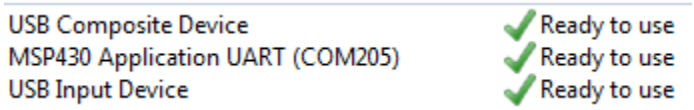

Figure 5. eZ430 Windows Enumeration
- Check the installed tool drivers by using the Windows Device Manager (see Figure 5). eZ430 tools enumerate as HID (Debugger port) and CDC (Backchannel UART) devices.